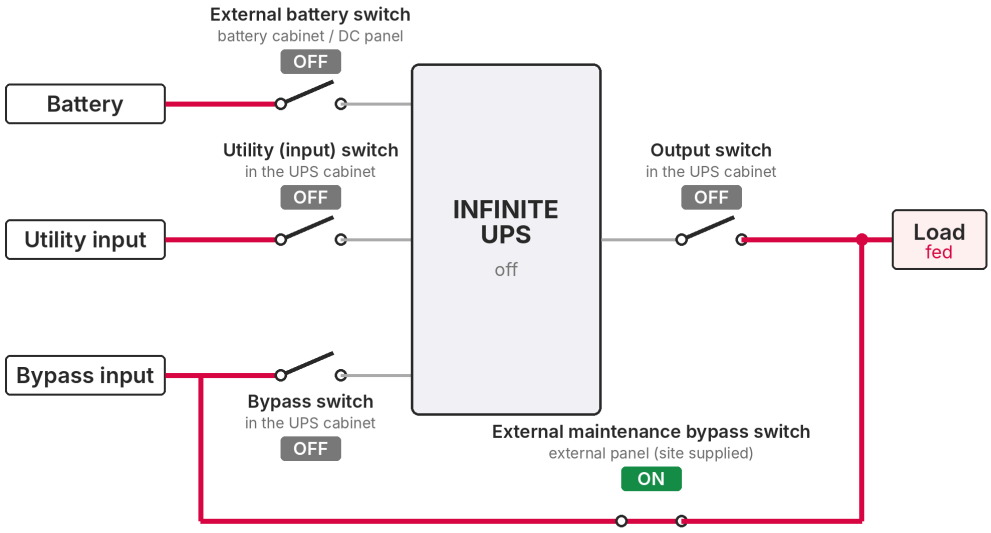

FIGURE 7-2 Step 3: only the maintenance bypass switch ON — the UPS is isolated, the load is on the maintenance bypass
3. Open the **external battery switch**, the **utility switch**, the **bypass switch** and the **output switch** of the UPS, one by one (Figure 7-2).